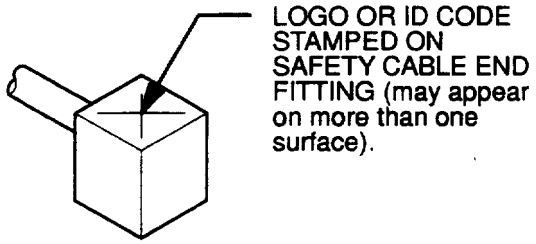

Figure 2-91. Safety Cable Identification Stamp.
f. *Safety Cable Identification Stamp.* In applications where the user requires a logo or ID code to be a permanent part of the safety cable installation (for warranty or tractability), it shall be applied by the safety cable manufacturer to one or more surfaces of the square end fitting of the safety cable. Only impression stamping is permitted, no paint, ink or labels are acceptable. See figure 2-91.